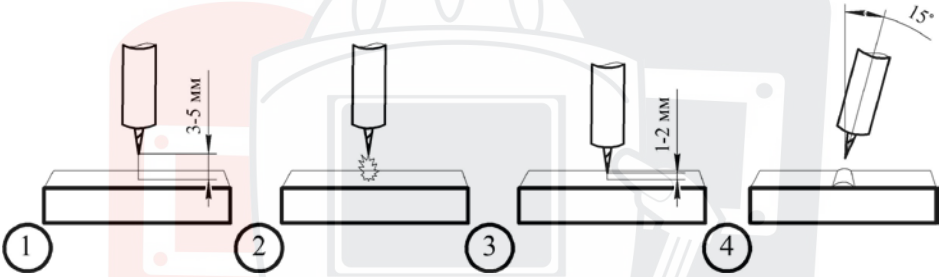

Рис.7.12. Высокочастотный поджиг дуги.
Высокочастотный поджиг (HF) позволяет зажечь TIG дугу без касания к изделию. Основное преимущество в том, что при зажигании дуги в основном металле не остается вольфрамовых включений (См. рис. 7.12).